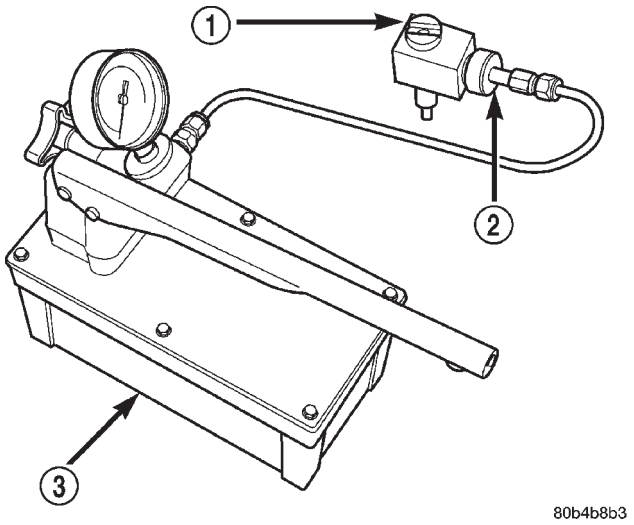
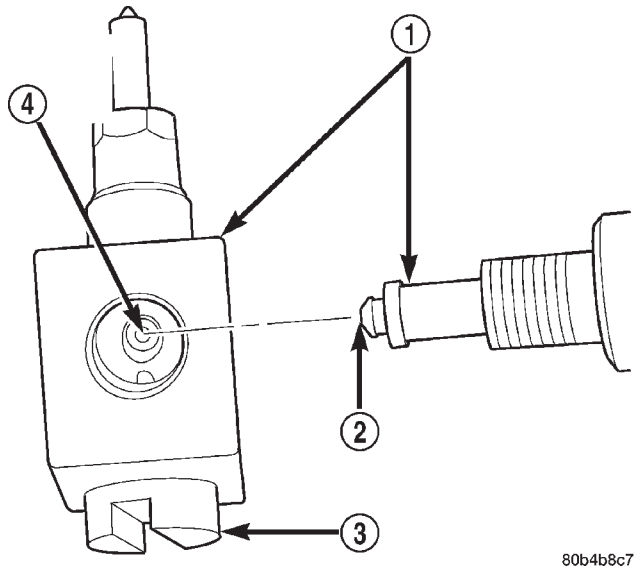

Fig. 16 Fuel
Fig. 17 Installing Injector to Adaptor Tool 8301
(4) After injector has been removed, obtain bench-mount fuel injector tester OTC® (SPX®) part number 4210 (Fig. 16) (or equivalent). Install Special Tool number 8301 (Fuel Injector Adapter) to 4210 tester. Install fuel injector into 8301 adapter. Be sure tip of adapter tool 8301 is aligned to inlet hole at side of injector (Fig. 17) before tightening tool. Tighten tool 8301 to injector. Position container below injector before testing.
(5) Refer to operating instructions supplied with pressure tester for procedures.